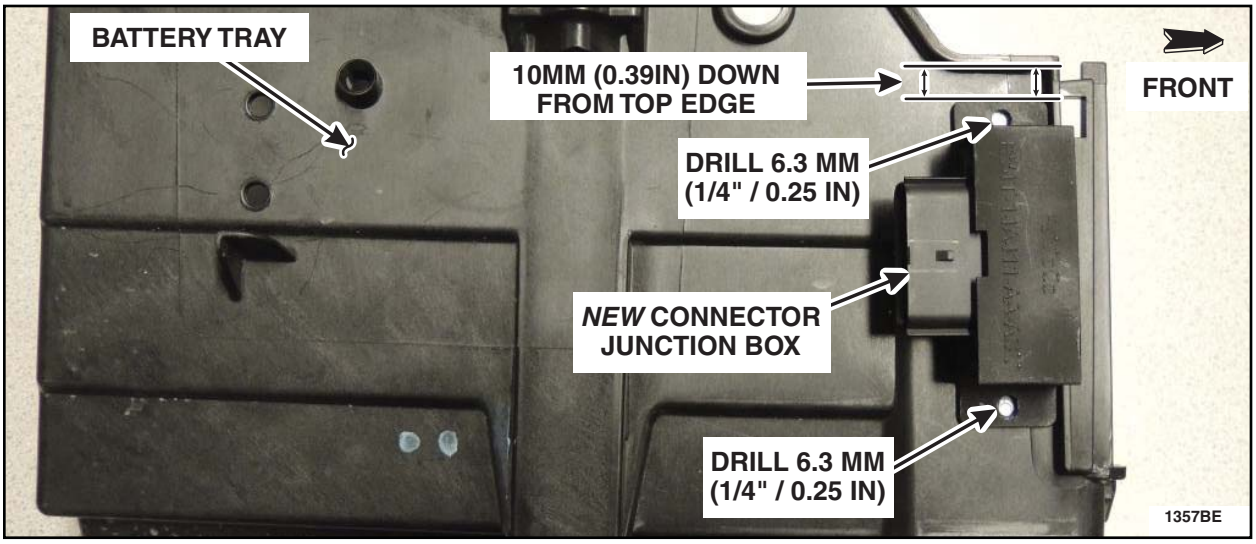

FIGURE D1
1. Using the dimensions shown below, mark and drill the locations of the two (2) holes that are required for the new connector junction box, in the right side of the battery tray. See Figure D1.
a. Position the *new* connector junction box on the forward right side of the battery tray, 10mm (0.39 in) down from the top edge of the battery tray. Using the *new* connector junction box as a template, mark the two (2) hole locations on the battery tray. See Figure D1.